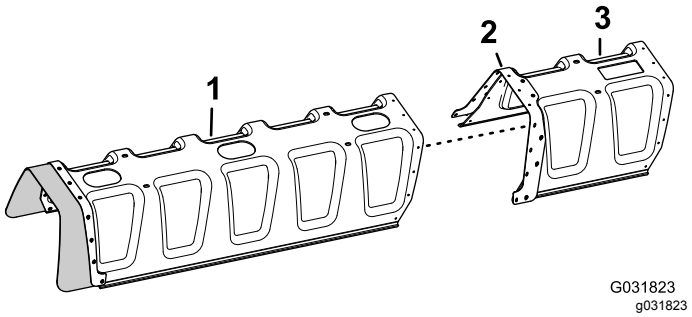

**Figur 180**
3. Placer hullerne i forstærkningspladen (dobbelt række) på afdækningsudvidelsen ud for hullerne i enden af 11-dyse-bomafdækningen (Figur 180).